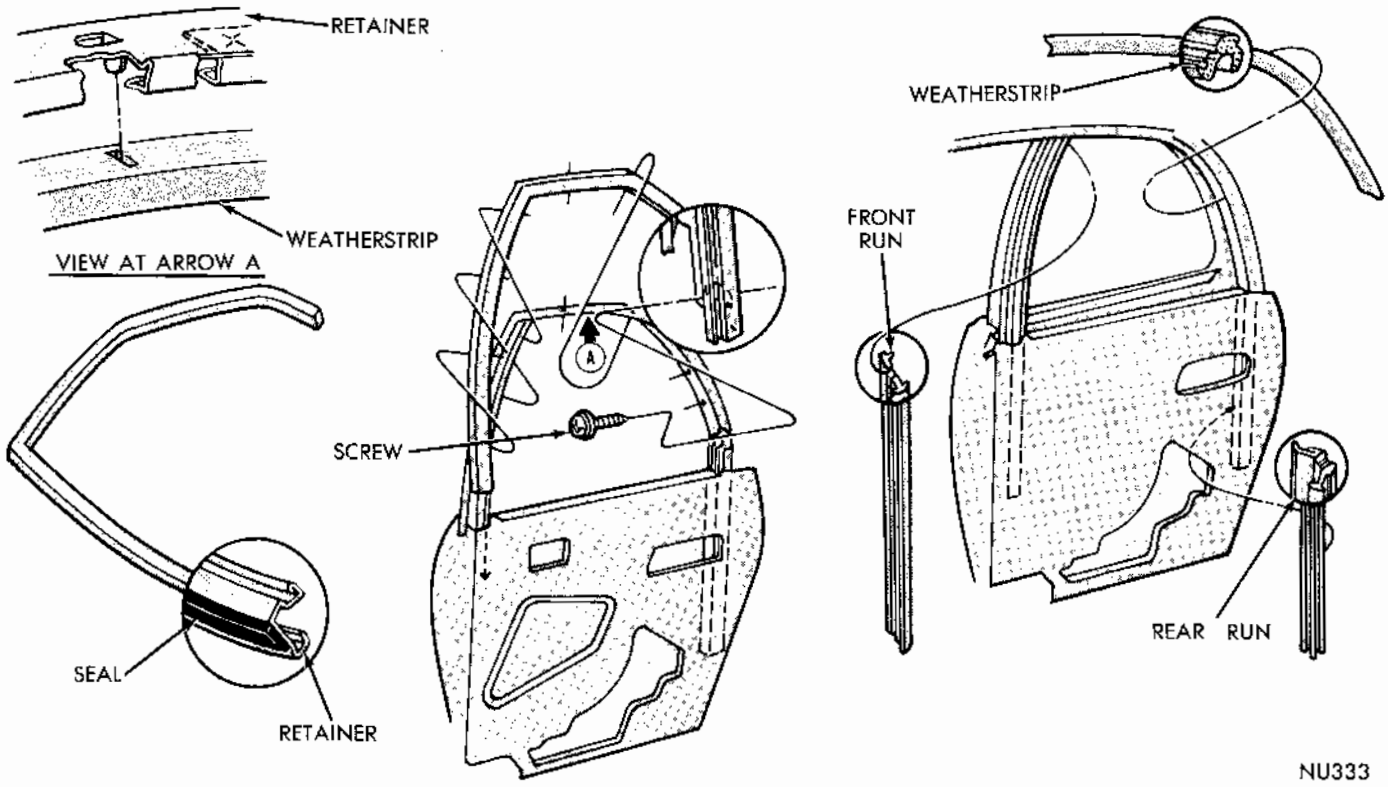

Fig. 46 - Weatherstrip Retainer and Runs
(1) Remove glass assembly.
(2) Remove run from front top and rear retainers (Fig. 46).
(3) Remove weatherstrips and screws securing weatherstrip retainers to roof rail and lock pillar.
(4) Remove weatherstrip retainers from quarter panel.
(1) The weatherstrip retainer seal is a self adhesive type.
(2) Insert retainer front leg in panel opening and align attaching holes with holes in body panel (Fig. 46).
(3) Secure retainer to roof rail with screw, beginning with hole at radius.
(4) Secure retainer to lock pillar with screw.
(5) Position upper weatherstrip to retainer and index to front corner and tab of retainer.
(6) Press weatherstrip into retainer.
(7) Position glass front run to retainer, loading bottom leg between panels at belt line.
(8) Index upper front corner, making a water tight joint and to tab at bottom of retainer.
(9) Press into retainer full length to secure.
(10) Through large access hole, position rear run to retainer, indexing to lower end of roof rail weatherstrip to create a seal.
(11) Press securely into retainer for full length.
(12) Install quarter window assembly.